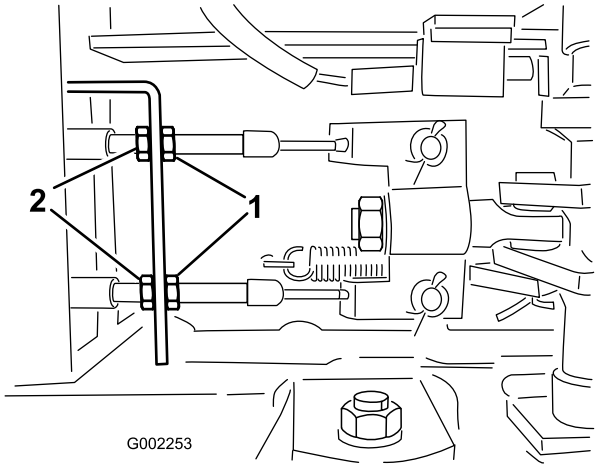

Figure 54
5. Loosen the front nuts on the brake cables under the front end of the sprayer (Figure 54).
6. Tighten the rear nuts equally until the brake pedal moves between 1/2 to 1 inch (1 to 2 cm) before you feel resistance (Figure 54).